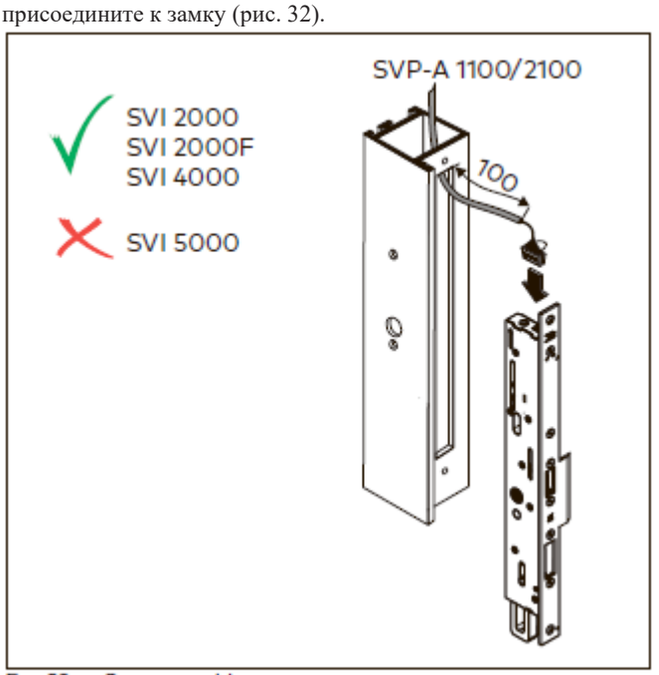

Рис. 32 Подключение кабеля
3. Втяните соединительный кабель SVP-A 1100/2100 и присоедините к замку (рис. 32).